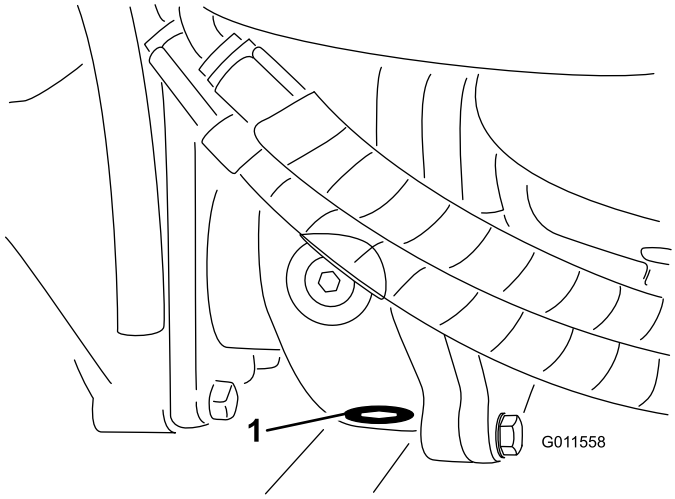

Figur 67
5. Gör rent omkring avtappningspluggen på botten av växellådan (Figur 67).